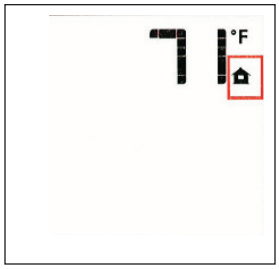

Figure 43. Burner shut-down
- Press the ON/OFF Key. The display will show only the room temperature and icon. At the same time, the Receiver will deactivate the call for heat and the burner will shut down. Fig. 43. A single"beep" from the Receiver will confirm reception of the command.